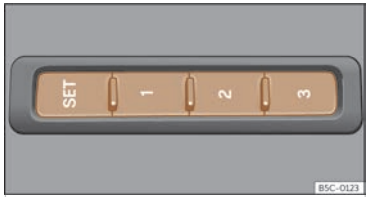

Abb. 73 Außen am Fahrersitz: Memory-Tasten.
- Taste SET länger als 1 Sekunde drücken ››› **(Abb. 73)**.